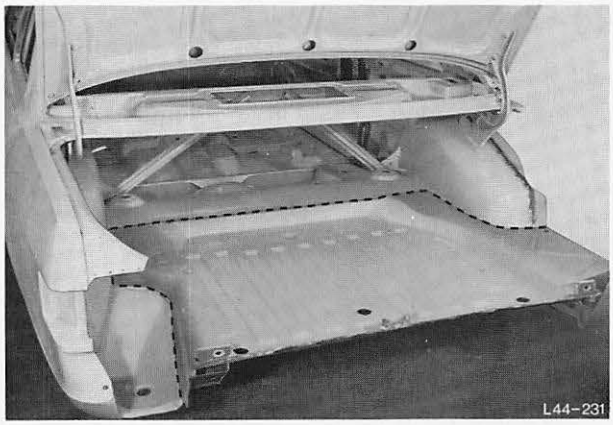

Abb. 246 Trennlinie für Bodenblech – Kofferraum
1. Bodenblech entlang der Trennlinie austrennen, Abb. 246.